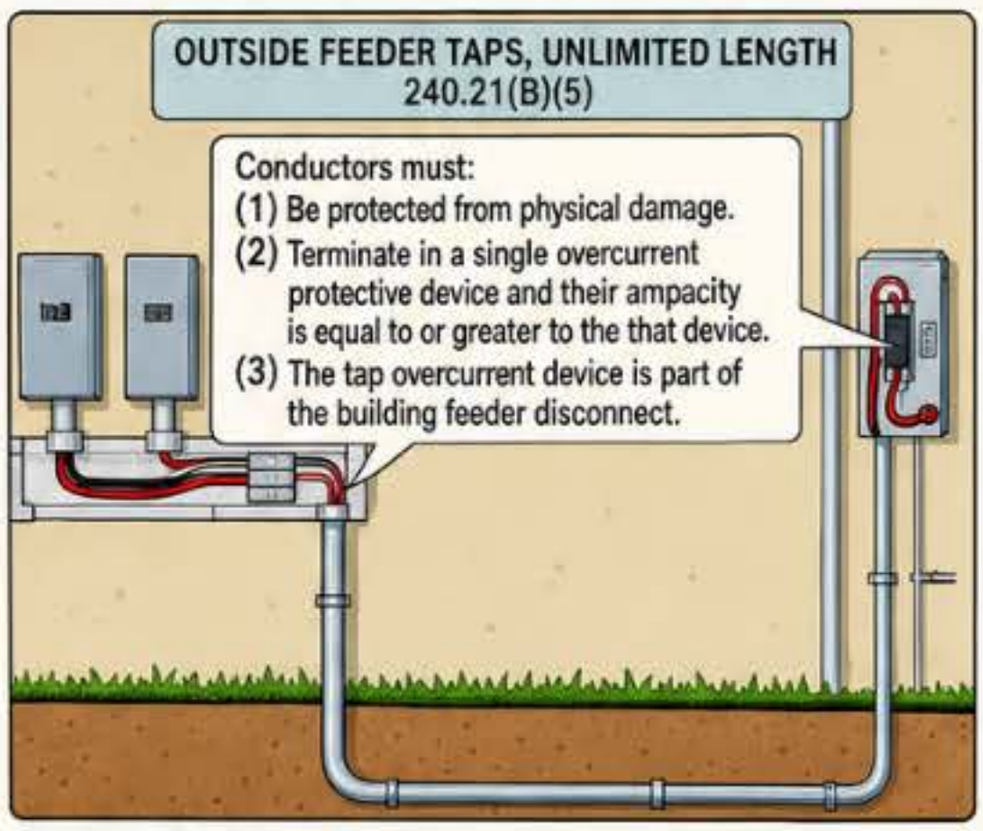

Figure 240-30
(5) Outside Feeder Taps. *Outside tap conductors can be of unlimited length if they comply with all the following:* Figure 240-30